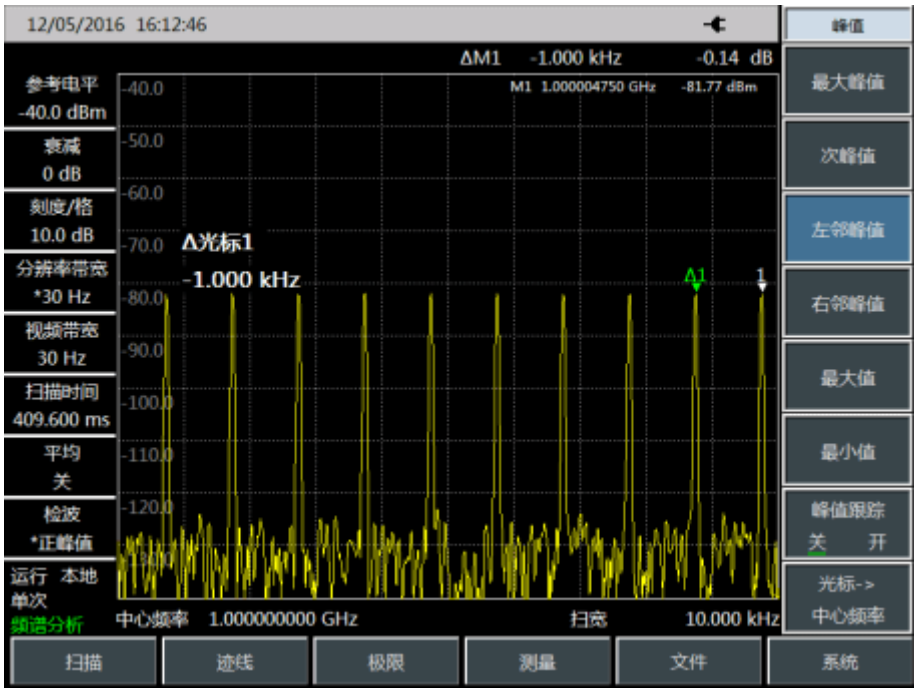

Рис.6 Измерение частоты следования импульсов
- Отрегулируйте выходную амплитуду генератора сигналов до тех пор, пока она не отобразится на экране. Уменьшите время развертки (т.е. увеличьте скорость развертки) до тех пор, пока не отобразится содержимое, подобное изображенному на рис. 6.